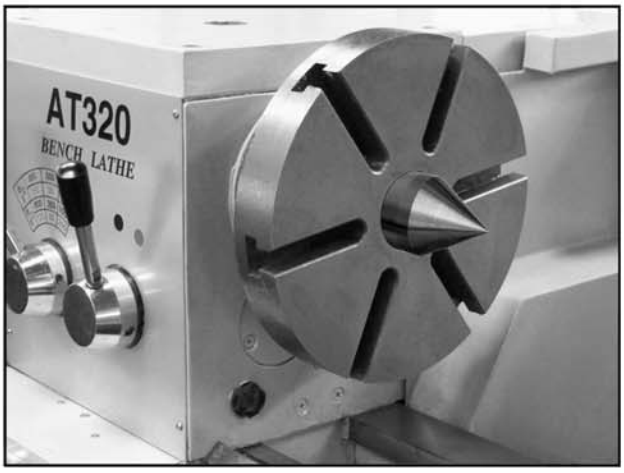

Figure 24: Faceplate and dead center setup.
4. Attach the faceplate to the spindle, see Figure 24.